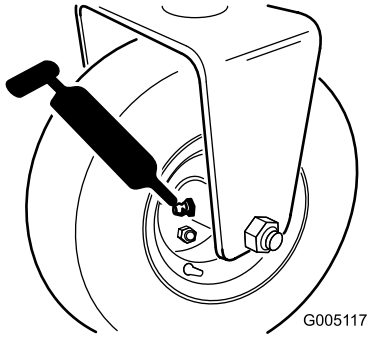

Figur 25
- Bakhjulslagren (1) (Figur 25)